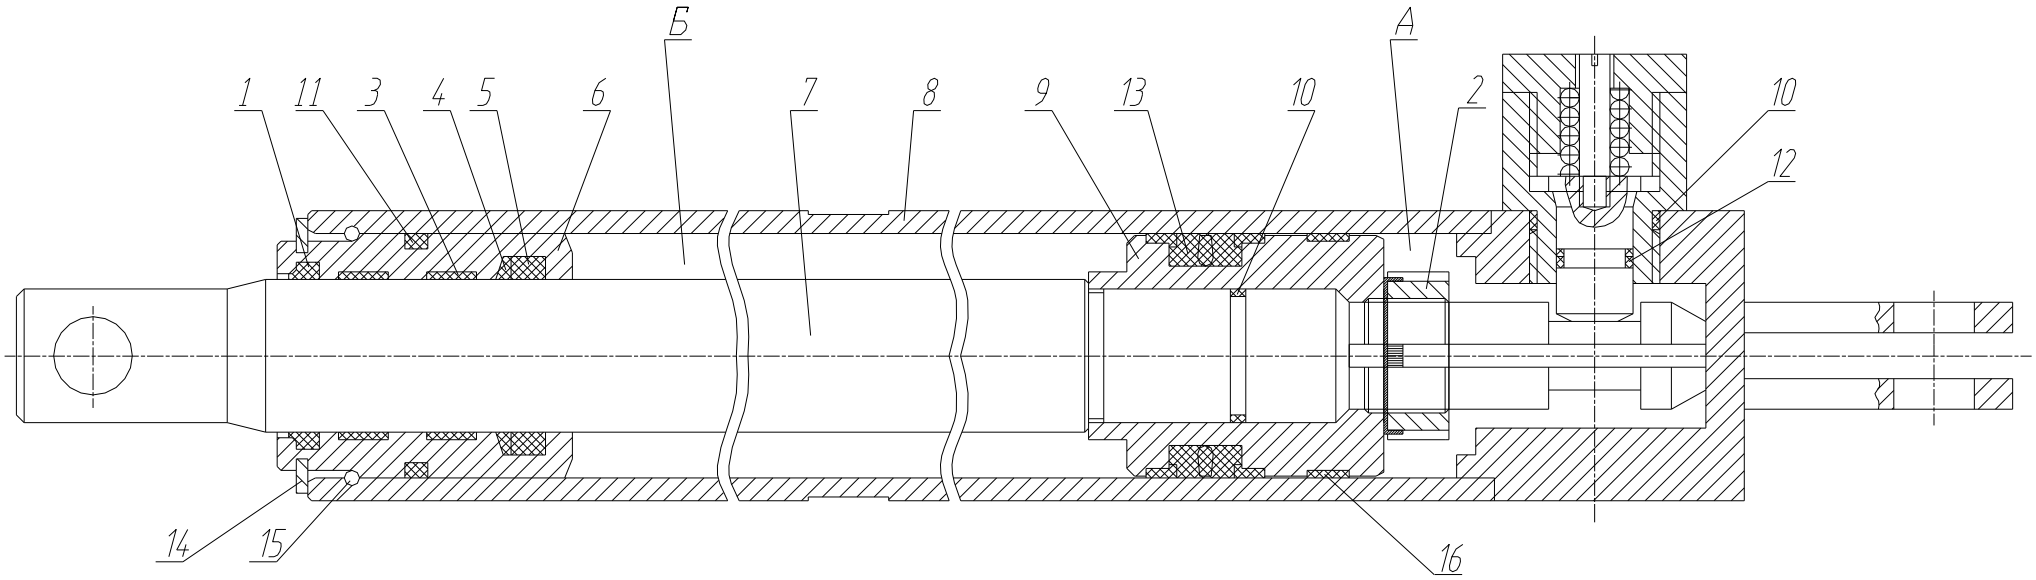

Рис.12.3 Гидроцилиндр выдвижения балок опор
2.Снять стопорное кольцо 14 (рис.12.3), утопить крышку 6 посредством медной или алюминиевой выколотки до появления в корпусе 8 кольца пружинного 15, извлечь кольцо 15 из корпуса.